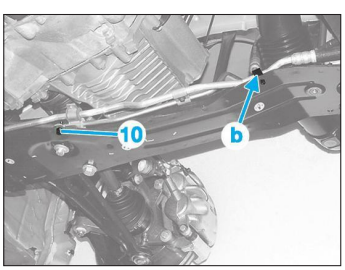

**Fig. 14**
- la traverse (9)
• Déposer la vis de maintien de la canalisation d'huile de direction assistée (10) **(Fig.14)**.